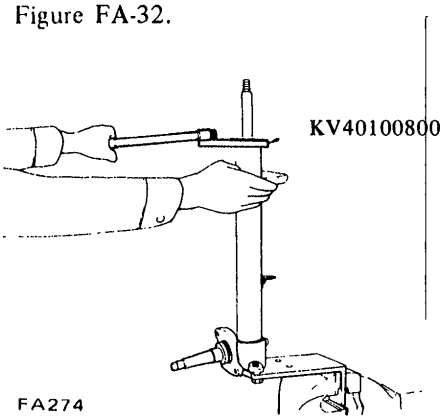

Fig. FA-32 Tightening gland packing
5. Tighten gland packing to 7 to 13 kg-m (51 to 94 ft-lb) torque. See Figure FA-32.